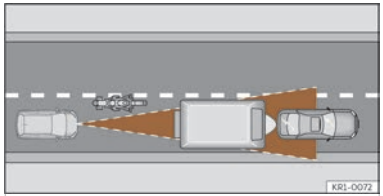

**Fig. 125** Motorcyclist ahead out of range of the radar sensor.
- Vehicles that are not aligned while driving or that are outside the sensor's detection area, such as motorcycles ››› **Fig. 125**.